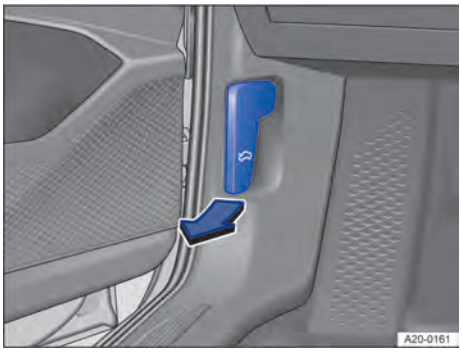

Bilde 193 Ved gulvet på venstre side: Hendel for å låse opp panseret (eksempel).
2. Åpne venstre fordør, og trekk opplåsingshendelen i pilretningen → Bilde 193.